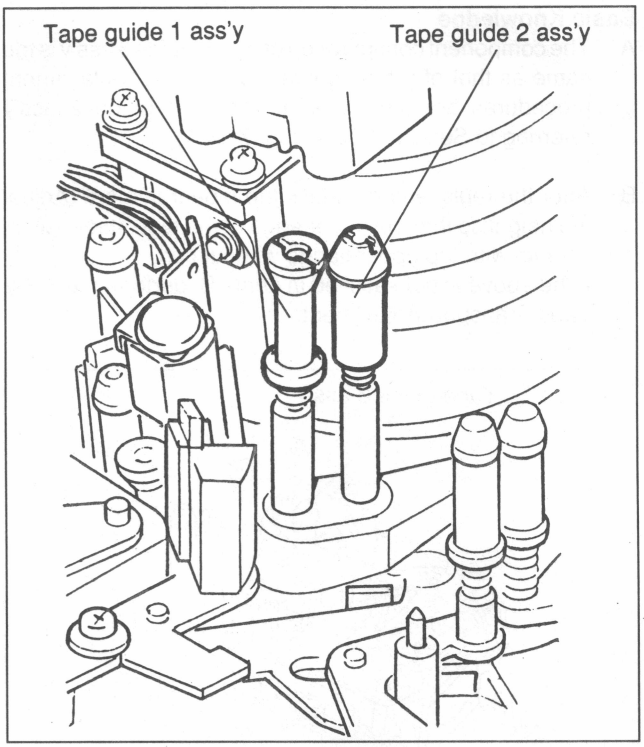

Fig.7-13-1 Tape Guide 2 Ass'y Replacement
A. A tape guide 2 ass'y is placed beside a tape guide 1 ass'y. The replacement procedures of the tape guide 2 ass'y are almost same as the tape guide 1 ass'y referring to Section 7-12-1. (Fig. 7-13-1)